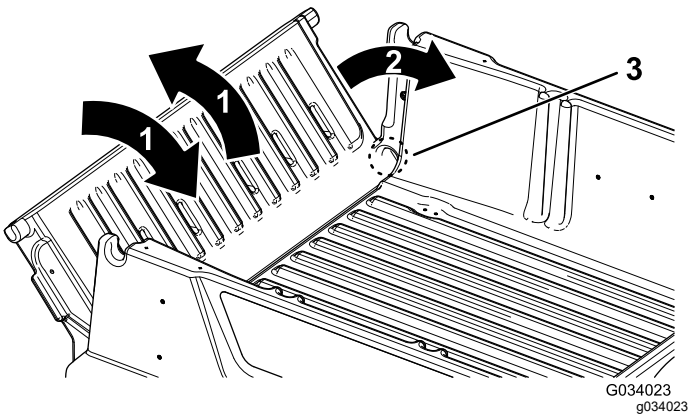

Figur 19
2. Fäll flakskyddet till cirka 45 graders läge (Figur 19).
3. Skaka flakskyddet med korta rörelser för att vrida det framåt och bakåt flera gånger (Figur 19).